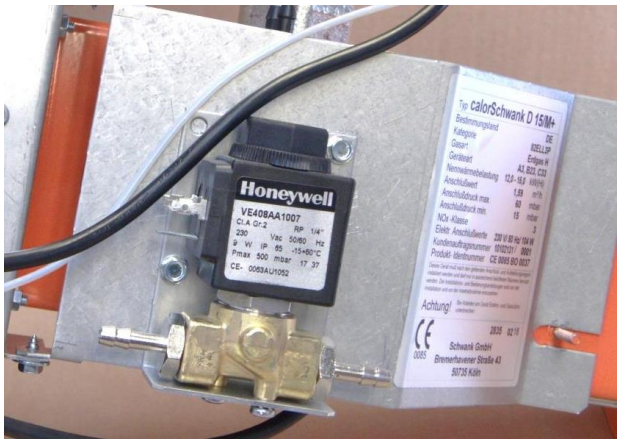

Abb. 28: Montage 2/2-Wege Ventil an Befestigungsblech
- ⇨ Das 2/2-Wege-Ventil mit den bereitgestellten 2x M4 Schrauben am Haltewinkel befestigen, dabei zeigt Anschlußtülle mit Bohrung 0,6mm nach rechts (Abb. 28 und 29).